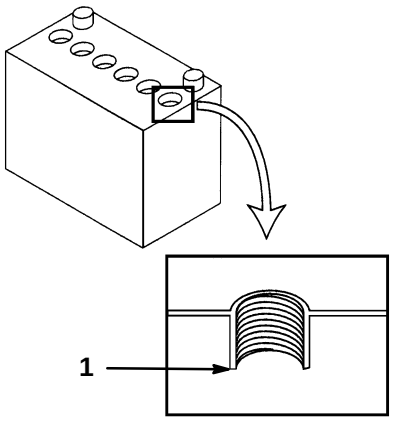

Figure 57
4. Ouvrir les couvercles pour voir l'intérieur des éléments. L'électrolyte doit arriver jusqu'au bas des tubes (Fig. 57). Ne pas laisser le niveau de l'électrolyte descendre en dessous du sommet des plaques.
2. Soulever les couvercles des éléments et les déposer (Fig. 57).
3. Verser lentement de l'eau distillée dans chaque élément de la batterie jusqu'à ce que le niveau arrive au bas du tube (Fig. 57).